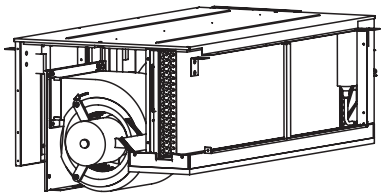

Рисунок 10.7
1) Поднимите двигатель вентилятора и введите его упоры в пазы направляющих. Эту операцию необходимо выполнять вдвоем (см. Рисунок 10.7).